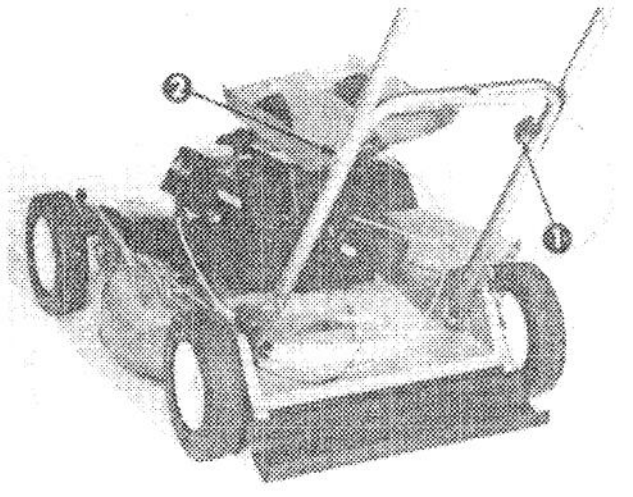

Figure 2
3. Slide upper handle into position on outside of lower handle and line up holes at sides of both handles. Secure upper and lower handles together with two handle bolts and knobs (Fig. 2).
NOTE: Handle knobs must be on inside of upper handle (Fig. 2).